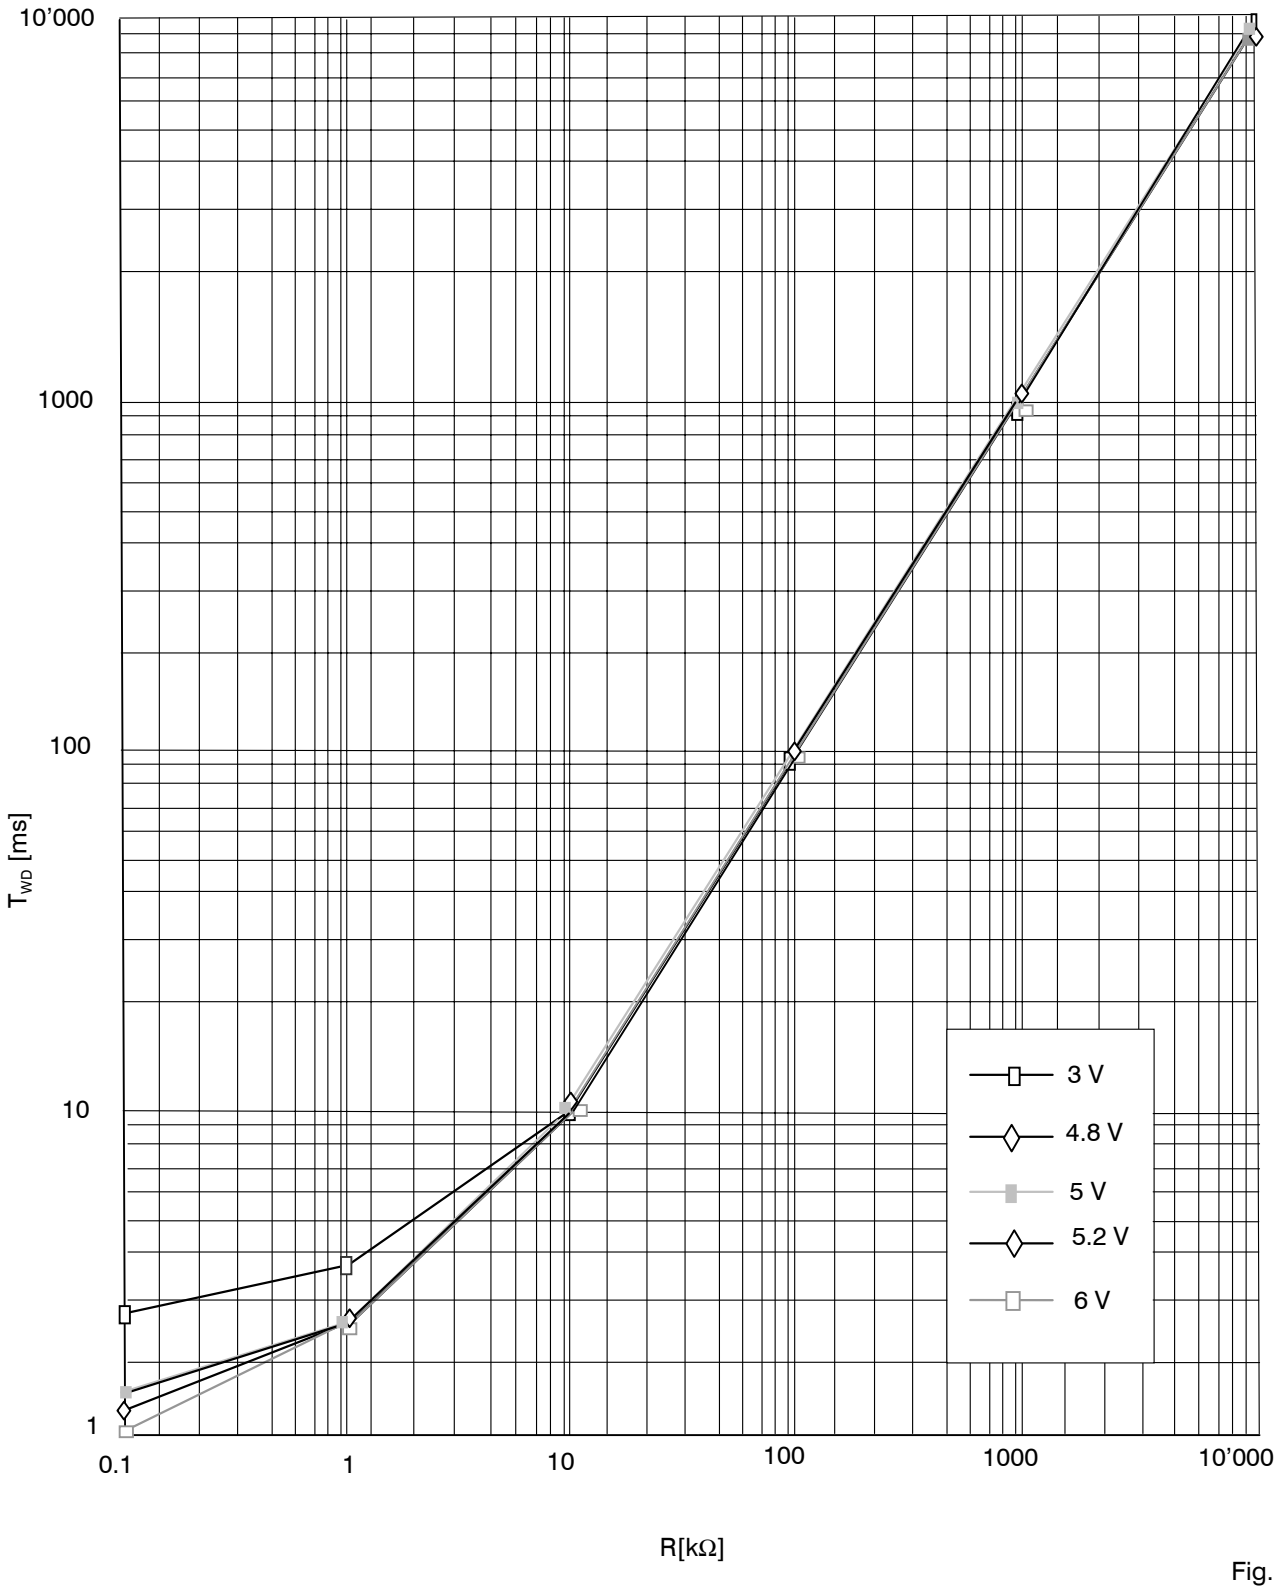
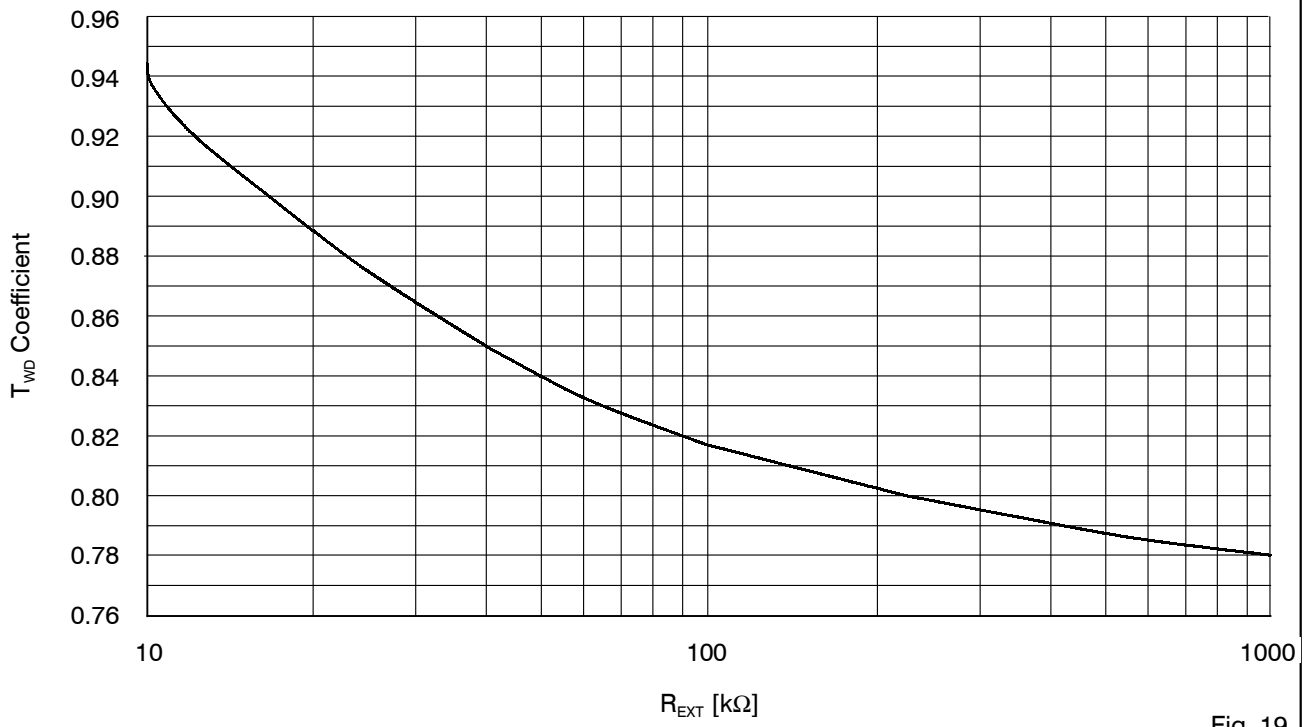
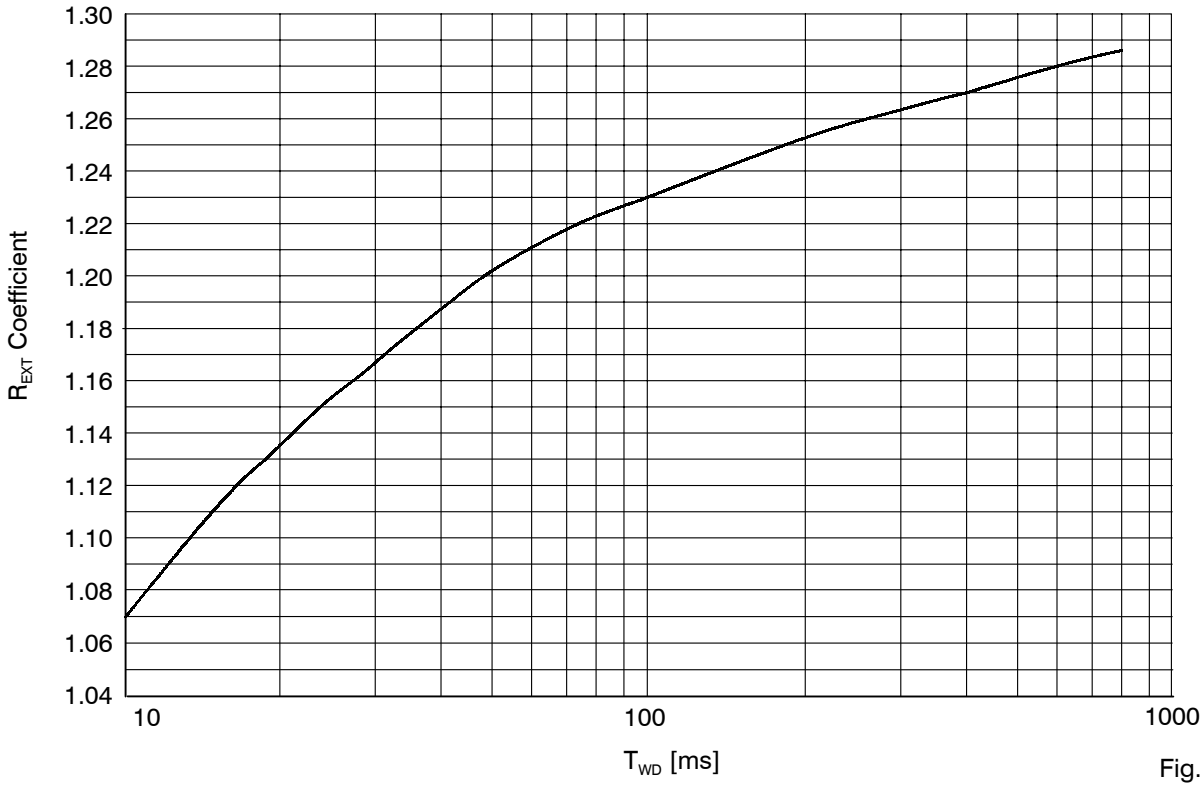

Fig. 10
Fig. 19
Fig. 20
Related to curves (Fig. 10 to Fig. 20), especially Fig. 19 and Fig. 20, the relation between T_{WD} and R_{EXT} could easily be defined. Let us take an example describing the variations due to production and temperature:
2. Related to Fig. 20, the coefficient (T_{WD} to R_{EXT}) is 1.155 where R_{EXT} is in kΩ and T_{WD} in ms.